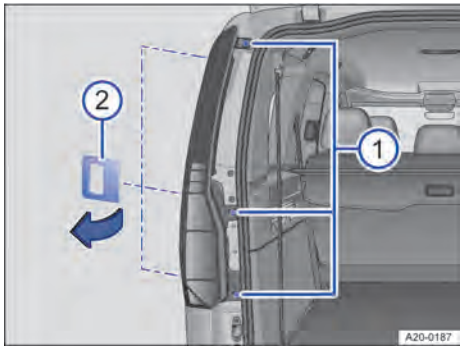

Bilde 176 Bak på venstre side av bilen: Ta ut baklykten.
① Festeskruer.
② Hjelpeverktøy.
1. Løsne festeskruene med en skrutrekker → Bilde 176 ①. Sett eventuelt inn riktig klinge.
2. Bruk hjelpeverktøyet → Bilde 176 ② til å vippe baklykten ut av holderen ovenfra og ned.
5. Sett baklykten inn i åpningen i karosseriet, og trykk den forsiktig inn i holderen → Bilde 176.
6. Skru fast festeskruene → Bilde 176 ①.